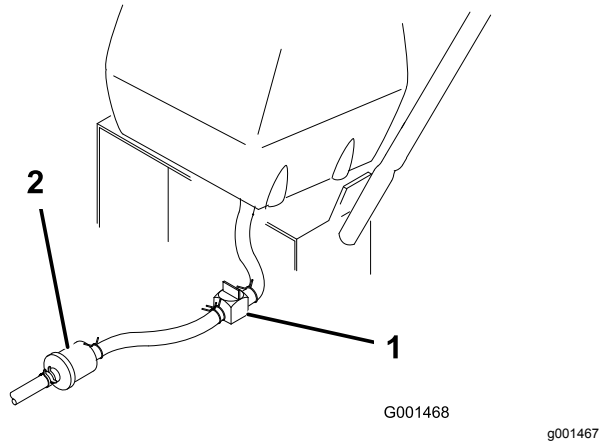

Figuur 30
3. Sluit de brandstofafsluitklep aan de brandstoftank (Figuur 30).
4. Druk de uiteinden van de slangklem naar elkaar toe en schuif de slangklem over de brandstofslang van het brandstoffilter af (Figuur 30).
5. Trek de brandstofslang van het brandstoffilter (Figuur 30). Open de brandstofafsluitklep en laat de brandstof in een brandstofvat of een opvangbak lopen.
7. Open de brandstofafsluitklep aan de brandstoftank (Figuur 30).